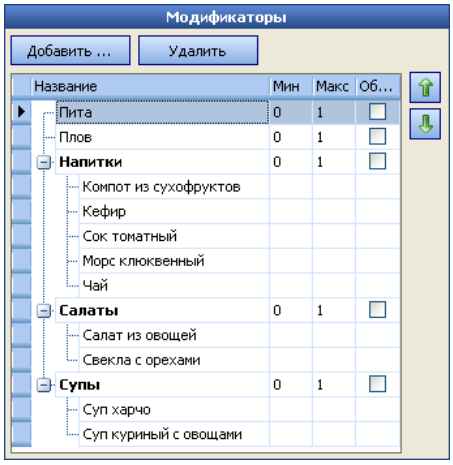

Рисунок 223 Модификаторы блюда «ОБЕД»
6. В блоке «Модификаторы», расположенном в левой части закладки **Основные свойства** номенклатурной карточки блюда «ОБЕД», появятся выбранные модификаторы. По умолчанию для каждого из выбранных модификаторов определено, что минимальное их количество – 0 (то есть они необязательные), максимальное – 1 (см. Рисунок 223).